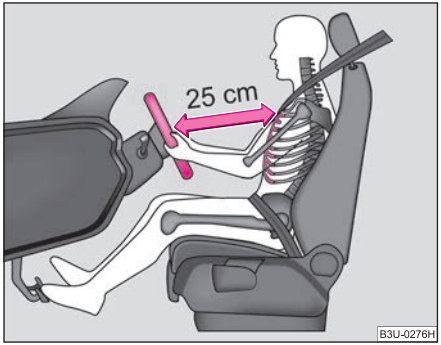

Fig. 136 The correct distance of the driver from the steering wheel
- Adjust the steering wheel so that the distance between the steering wheel and your chest is at least 25 cm ⇒ fig. 136.
- **The driver must maintain a distance of at least 25 cm to the steering wheel ⇒ page 151, fig. 136. Not maintaining this minimum distance will mean that the airbag system will not be able to properly protect you - hazard!**